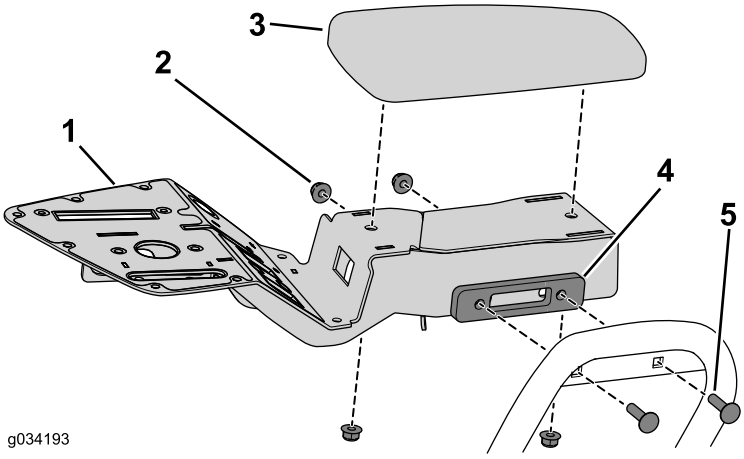

Bild 16
2. Befestigen Sie die Bedienfeldhalterung mit den zwei vorher entfernten Schlossschrauben und Bundmuttern (Bild 16).
3. Befestigen Sie die Armlehne mit den zwei vorher entfernten Bundmuttern am Bedienfeld (Bild 16).